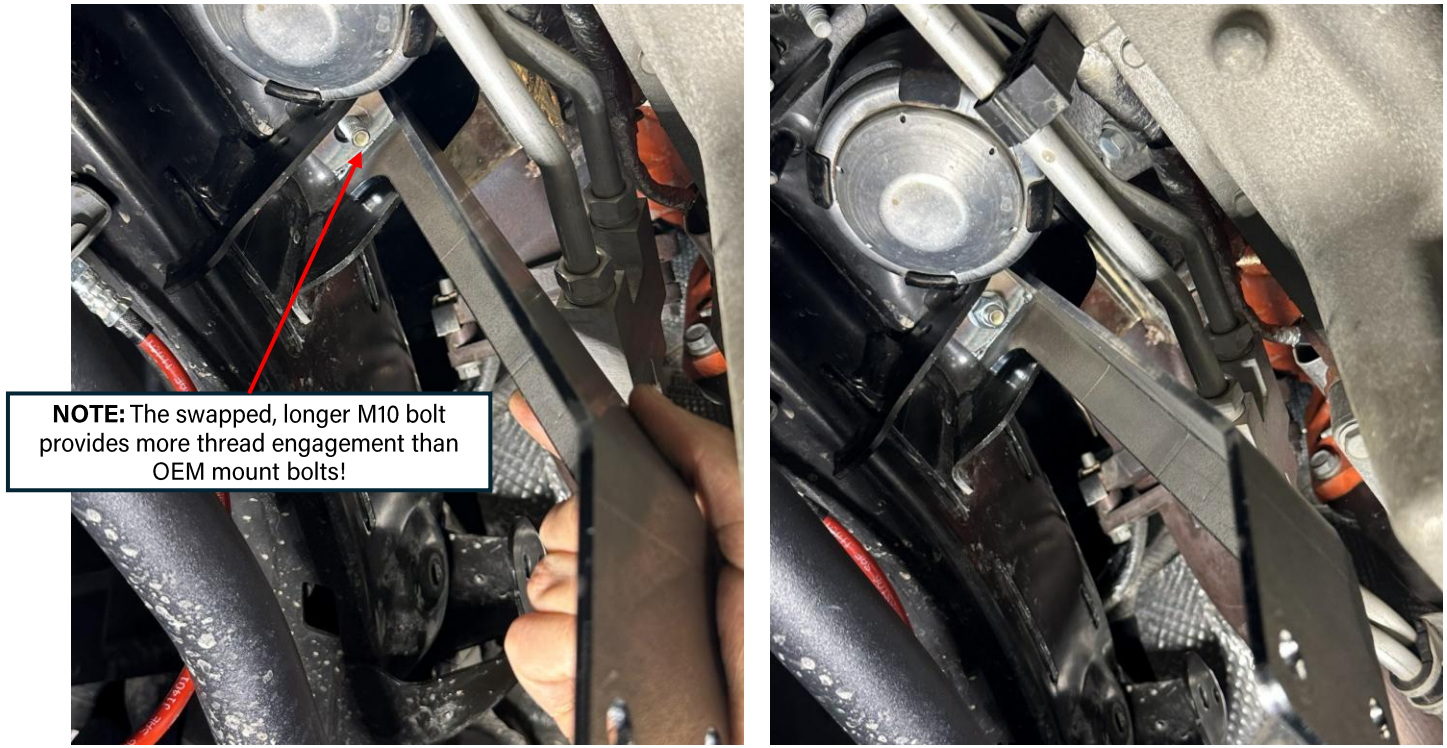

Figure 8: Motor mount bracket loosely installed
7. **Loosely** install the provided passenger-side motor mount bracket using a 17mm socket. See Figure 8 below for clarification. Install below the motor mount using the provided M10 locknut and washer. **Do not install the skid plate yet!**